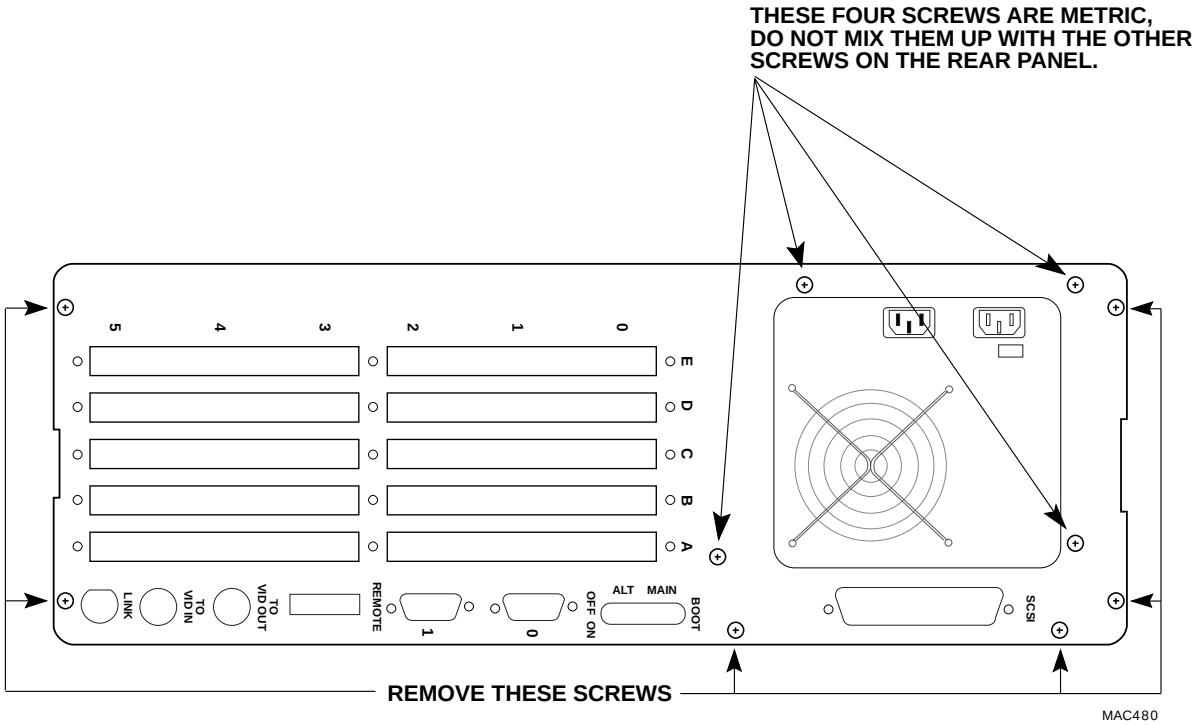

Figure C-1—Pedestal Rear Panel Removal
2. Remove the feet from the pedestal chassis. Once the feet have been removed place the chassis on a padded work surface. The chassis should be placed on its side with the rear panel oriented as shown in Figure C-1.
4. After the cover has been removed, remove the screws from the rear panel as indicated by the arrows shown in Figure C-1, including the four metric screws. (Make sure you keep the four metric screws separate from the other rear panel screws.)